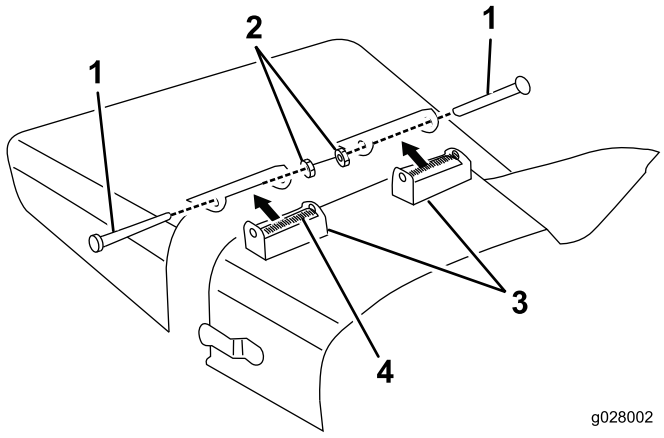

Figuur 5
1. Verwijder de tapbouten, borgmoeren en veren waarmee de bevestigingen van de grasgeleider vastzitten op de draaibeugels (Figuur 5).
2. Verwijder de slotbouten en flensmoeren waarmee de draaibeugels bevestigd zijn aan de behuizing (Figuur 5).